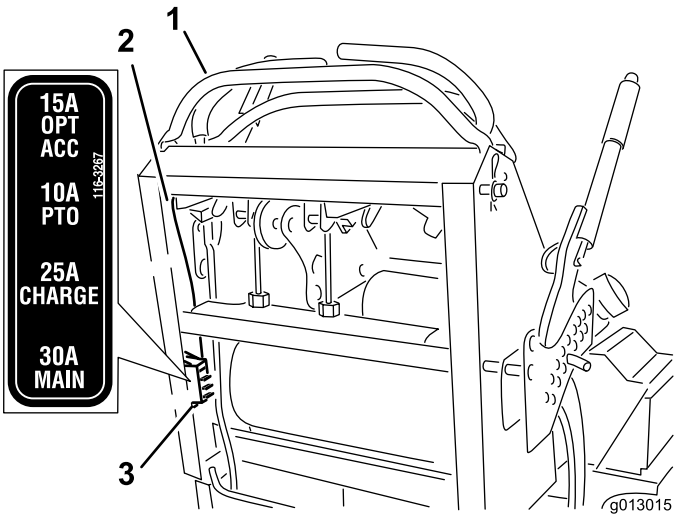

Figur 54
2. Træk sikringen ud for at fjerne og udskifte den (Figur 54).